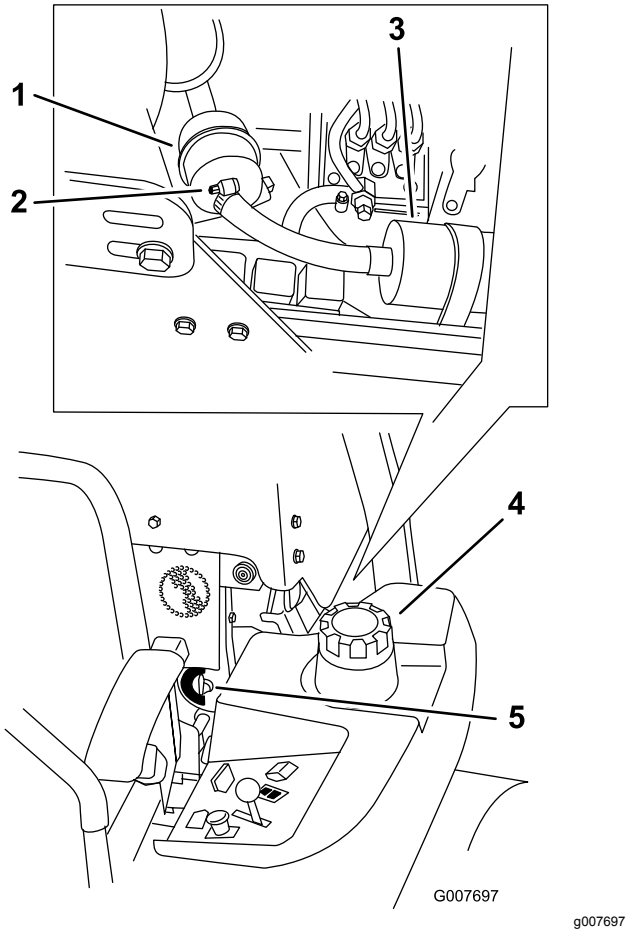

Figur 54
4. Stäng bränslekranen (Figur 54).
5. Lossa de två slangklämmorna och koppla loss bränsleslangarna från bränslefiltret (Figur 54).
6. Montera ett nytt filter. Koppla bränsleslangarna till bränslefiltret och montera de två slangklämmorna (Figur 54).